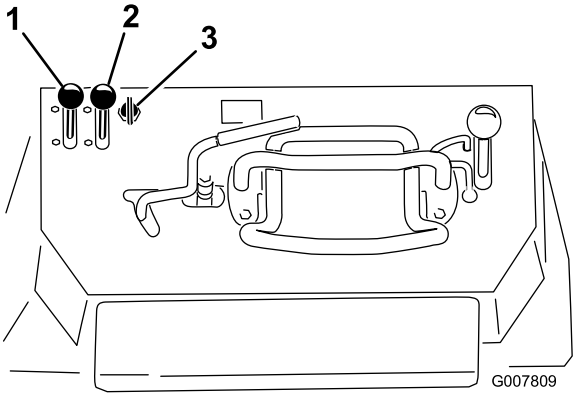

Figur 19
1. Flytta gasreglaget till mittläget mellan det långsamma och det snabba läget (Figur 19).
2. Flytta chokereglaget till det påslagna läget (Figur 19).
- Modell med elstart: Vrid nyckeln till det påslagna läget (Figur 19). Släpp nyckeln när motorn startar.
4. Flytta gradvis choken till det avslagna läget (Figur 19). Flytta choken framåt igen om motorn stannar eller hackar så att den värms upp ordentligt.
5. Flytta gasreglaget till önskat läge (Figur 19).
1. Flytta gasreglaget till det långsamma läget (Figur 19).
3. Vrid nyckeln till det avstängda läget (Figur 19).